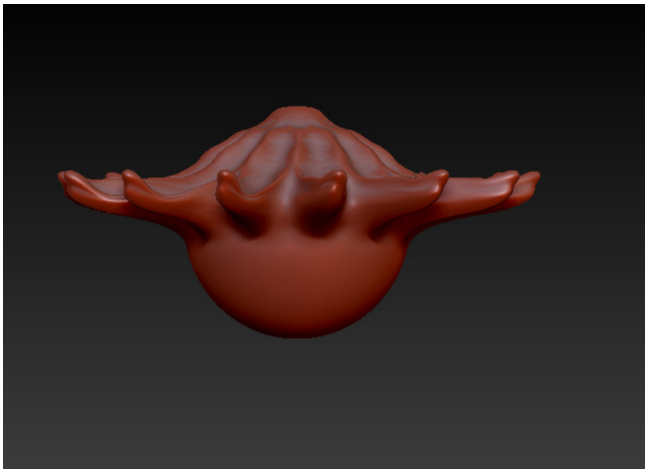

Figure 3-147 *Flower rotated and standing vertical*
6. Press and hold the left mouse button in the empty area of the canvas and drag the cursor upward in such a way that the flower is rotated and it stands vertical, as shown in Figure 3-147. While dragging the cursor, press the SHIFT key; the flower is snapped at a right angle to the canvas.